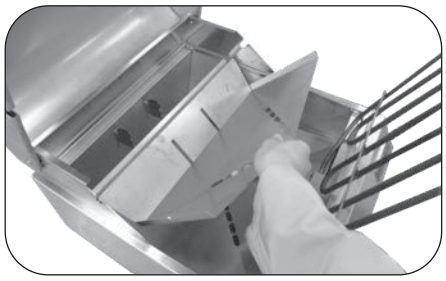

Fig. 22-4 Remove rear liner
5. Lift the rear liner slightly up to clear the tab, then forward and out (Fig. 22-4).